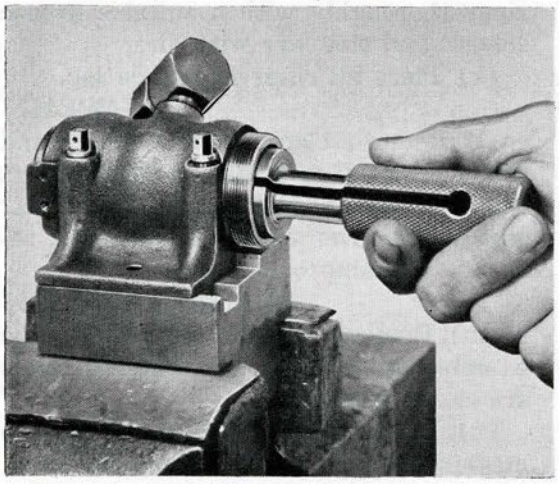

Figure 244
*4. Lap out any scratches or burrs found in depth-engine cylinder, using lapping compound only if necessary. Lap to final size, using oil (C) (Fig. 244). **(WE140, 41)**